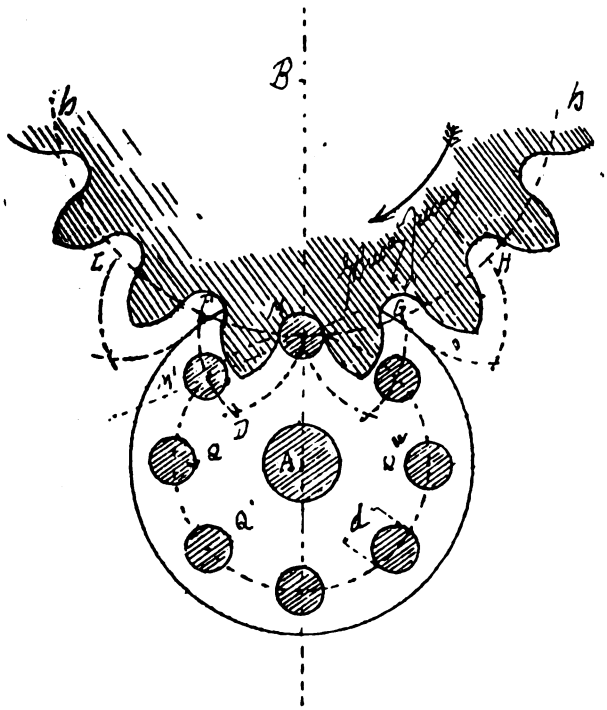

Fig. 11.
15. — Finalmente abbiamo la *dentatura a fusi* o *a lanterna* (fig. 11) ove in uno degli ingranaggi accoppiati, invece di denti sono applicati dei piccoli *cilindri* o *fusi Q, Q'...* trattenuti da due dischi paralleli e fissi.